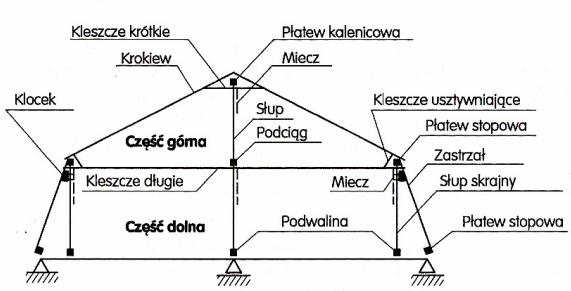

Rys. 7. Schemat konstrukcji wiązara płatwiowo-kleszczowego dachu mansardowego [4, s. 207]
- wiązary mieszane (rys. 7).
Do wiązarów bezrozporowych zaliczane są wiązary: płatwiowo-kleszczowe (rys. 5a, b, c, d, f, i, j), płatwiowo-kleszczowe z kozłami (rys.5g), płatwiowo-zastrzałowe (rys. 5e). Natomiast do grupy wiązarów rozporowych zaliczane są wiązary: krokwiowe, jętkowe, wieszarowe, rozporowo-zastrzałowe (rys. 6a ÷ g). Bardzo często w konstrukcji wiązarów krokwiowych oraz jętkowych wykonywane są słupki, które mogą spełniać zadanie konstrukcyjne albo tylko służą jako elementy konstrukcji ścianek i nie biorą udziału w pracy statycznej całego ustroju (rys. 6b, d, e). Wiązary mieszane, to takie układy statyczne, w których jedna część konstrukcji pracuje jako rozporowa a pozostała jako bezrozporowa (rys.7). W przypadku, gdy na poddaszu wykonana jest ścianka kolankowa wtedy w nazwie typu wiązara dodawane jest wyjaśnienie „ ze ścianką kolankową” (rys. 5f, g).